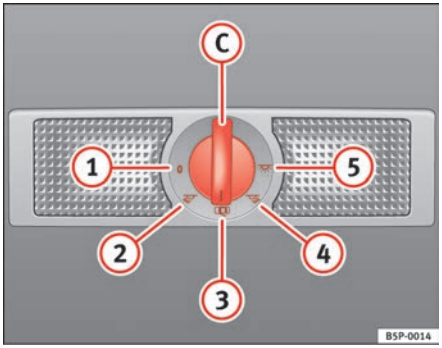

Fig. 83 Interior roof trim: rear interior lights and reading lights.
The switch ⇒ fig. 83 (C) is used to select the following positions:
In switch position ⇒ fig. 83 (1), the interior and reading lights are switched off.